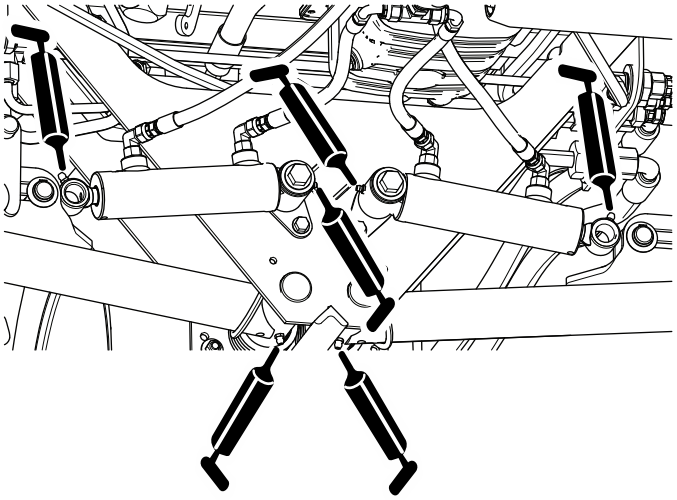

Figuur 47
- Draaipunten en hefcilinders achterste hefarm (3 elke zijde); zie Figuur 47.